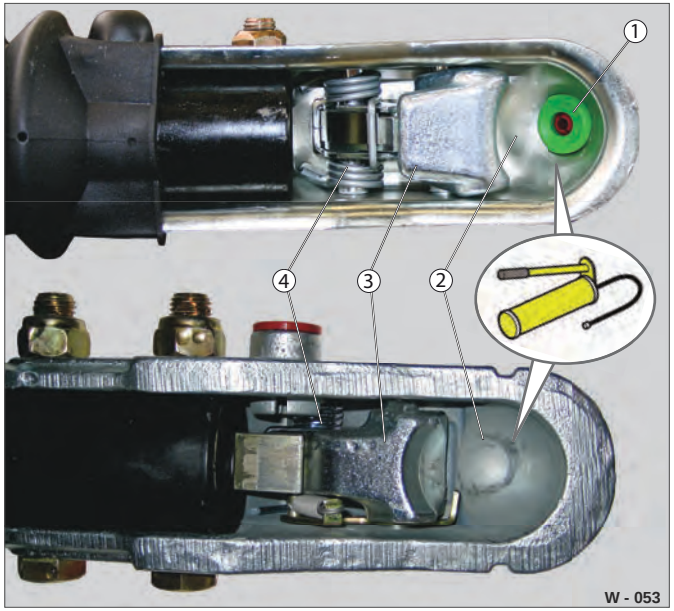

Fig. 42 Kuglekobling: Set nedefra
▶ Kontrollér kalotten (Fig. 42 /2) og koblingsskålen (Fig. 42 /3) for slitage.
▶ Lad kuglekoblingen udskifte i tilfælde af kraftig slitage hhv. funktionsfejl på fjedermekanismen (Fig. 42 /4).